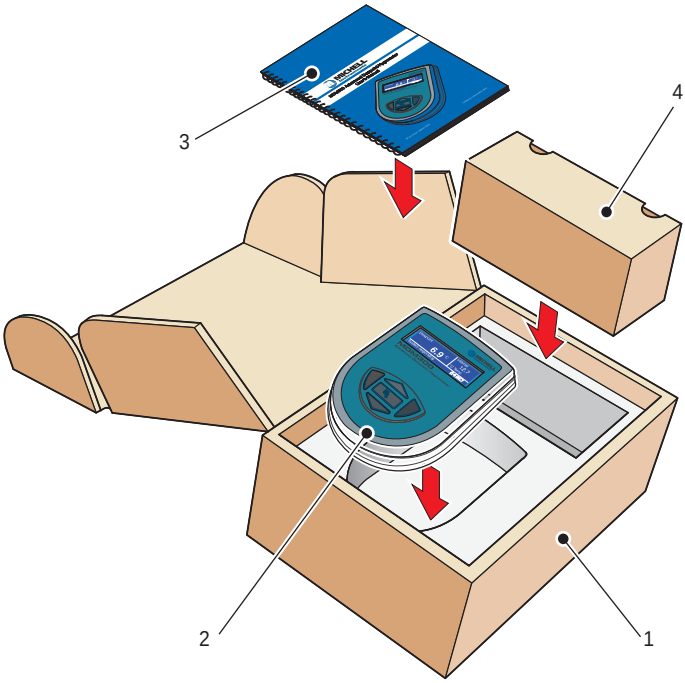

Figure 8.1 Instrument packing details
3. Pack the instrument in its original case (1) as shown in Figure 8.1.